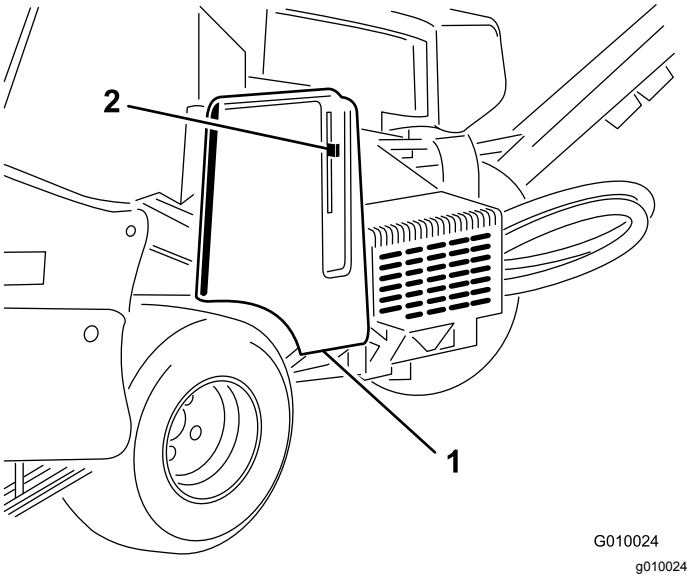

Figuur 60
2. Ontgrendel en verwijder de riemkap (Figuur 60).